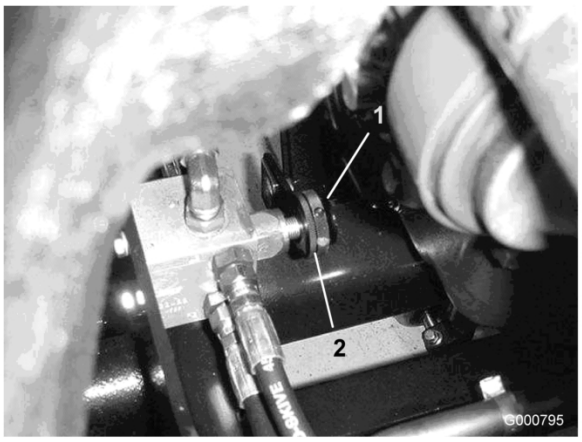

Figuur 76
5. Ga naar de klep vóór de achteras voor de achterste maaidekken (Figuur 76).
6. Draai de borgring los waarmee de knop is vastgezet (Figuur 76).